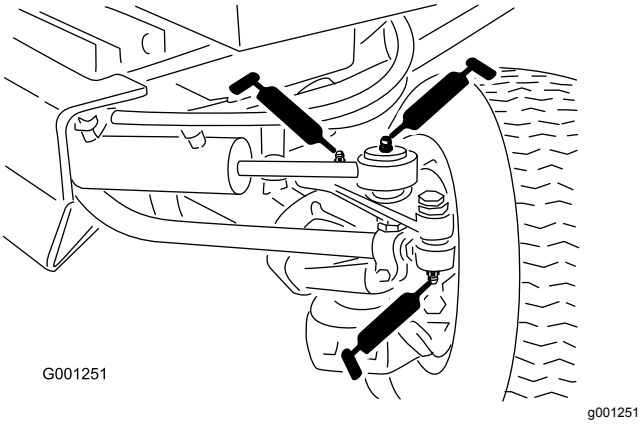

Figur 43
- Parallellstagender (2) (Figur 43)
- Sylinderstangender (2) (Figur 43)
- Styretapper (2) (Figur 43)
- Akselens dreiebolt (Figur 43)